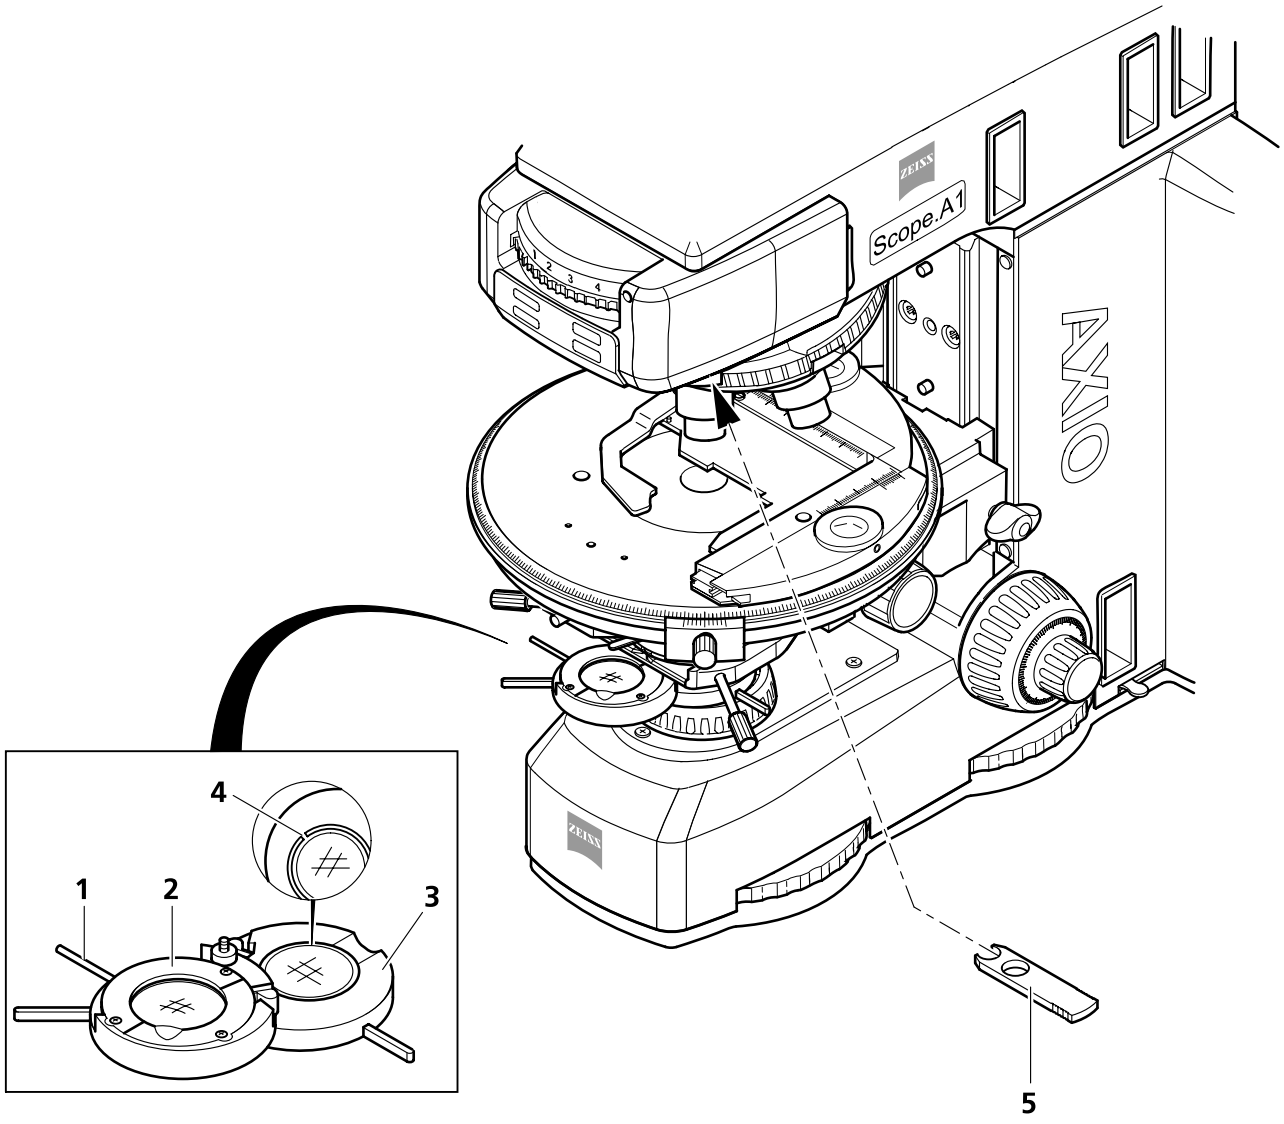

Bild 4-10 Komponenten für Zirkularpolarisationskontrast
(2) Geräteausrüstung
(3) Mikroskop einstellen
- Den unteren Teil des Zirkularpolarisators D (Bild 4-10/**3**) bis zum Rastpunkt in Strahlengang einschwenken und bei voller Lichtintensität die Löschung (Abdunklung) des Sehfeldes ohne Objekt beurteilen.
Ist diese nicht optimal, mit Hilfe eines kleinen Schraubendrehers die Lage der Schwingungsrichtung des Polarisators durch geringfügiges und gefühlvolles Drehen an der Fassung (dazu die Justierschlitze (Bild 4-10/**4**) an der Unterseite des Polarisators verwenden) korrigieren, bis maximale Auslöschung erreicht ist. Dies ist in der Regel jedoch nicht notwendig, da die Lage der Schwingungsrichtung des Polarisators werksseitig eingestellt wird.
- Den zugehörigen Schieber 6x20 mit λ/4-Platte (Bild 4-10/**5**) bis zum Anschlag in das Aufnahmefach für Kompensatoren oberhalb des Objektivrevolvers einschieben.
- Anschließend den oberen Teil des Zirkularpolarisators D (Bild 4-10/**2**) in den Strahlengang einschwenken.
- Am Hebel der λ/4-Platte des Zirkularpolarisators D (Bild 4-10/**1**) drehen, bis maximale Auslöschung (dunkelgraues Sehfeld) erreicht wird (der Hebel zeigt 45° nach rechts).
Die Wirkung der λ/4-Platte (Bild 4-10/**2**) kann ausgeschaltet werden, indem diese entweder aus dem Strahlengang ausgeschwenkt oder mit dem Hebel (Bild 4-10/**1**) in eine ihrer beiden Raststellungen gedreht wird.